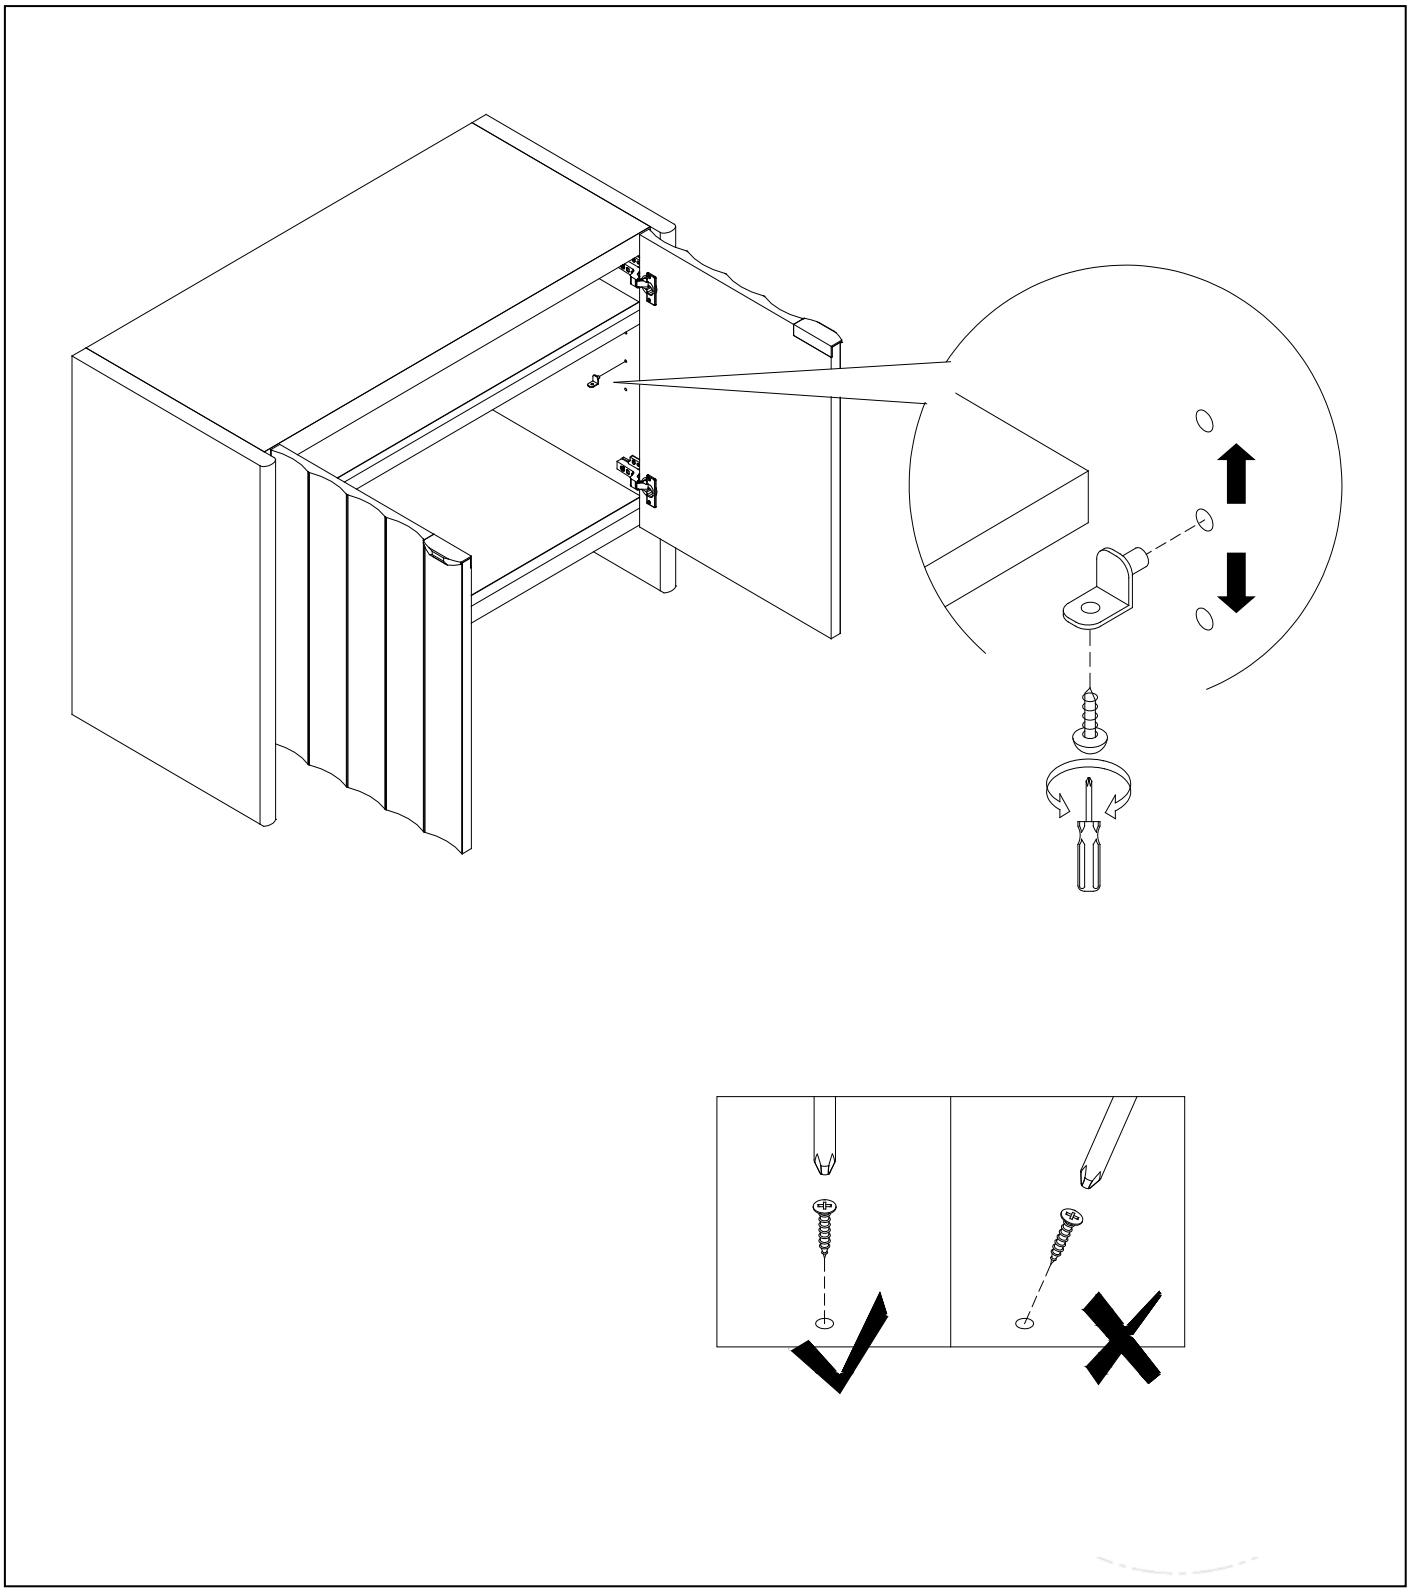

Figure 4
Step 4: The Shelf Panel can be adjusted up and down in it own location as shown below. Consumer need only to unscrew the screw, adjust the Shelf Support Pin either up and down and place the Shelf Panel back onto the Shelf Panel and install the screw again. Illustration as shown below. See Figure 4